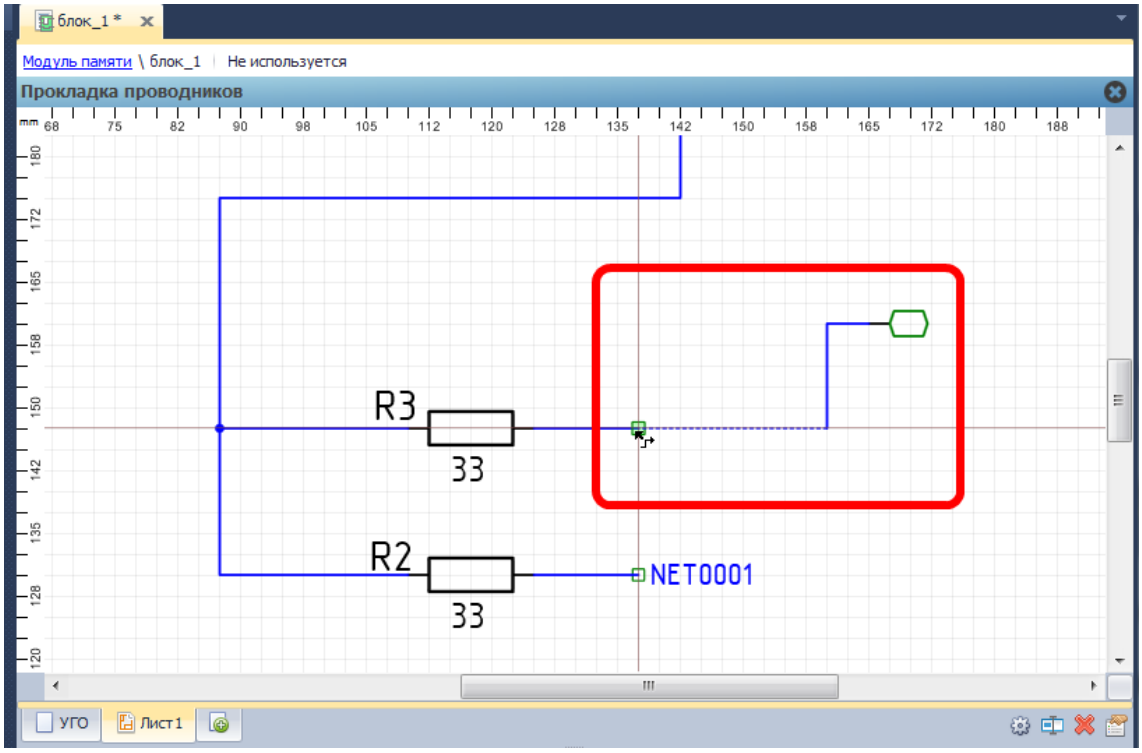

Рис. 579. Размещение цепи от порта
5. Разместить порт на схеме, нажав левую кнопку мыши, см. Рис. 579. Положение порта будет зафиксировано, после этого активируется размещение цепи/шины. Размещение цепи/шины осуществляется как обычно.